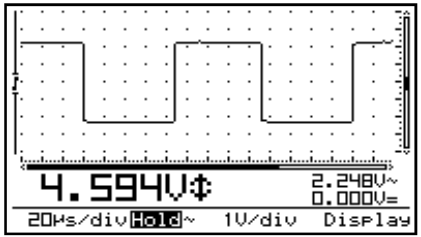

Fig 14
- A **dot grid** divides the screen into reference points. **(Fig. 14)**
- **Puntraster:** verdeelt het scherm in referentiepunten. **(Fig. 14)**
- **Une grille en pointillé** divise l'écran en points de référence. **(Fig. 14)**
- **Punktraster:** Der Bildschirm wird in Referenzpunkte unterteilt **(Abb. 14)**